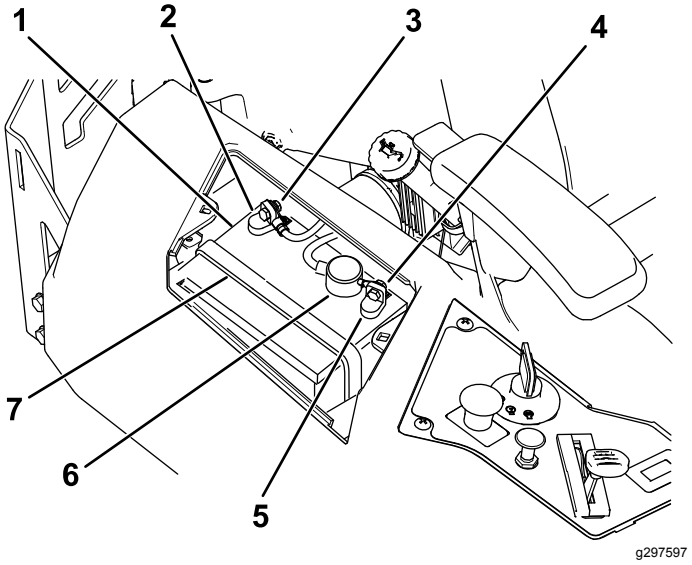

Figur 56
4. Koble den negative (svarte) grunnkabelen fra batteripolen (Figur 56).
6. Koble den positive (røde) grunnkabelen fra batteripolen (Figur 56).
7. Fjern batteriholderen (Figur 56) og ta ut batteriet.
1. Still batteriet i holderen (Figur 56).
5. Fest batteriet med tilholderen (Figur 56).